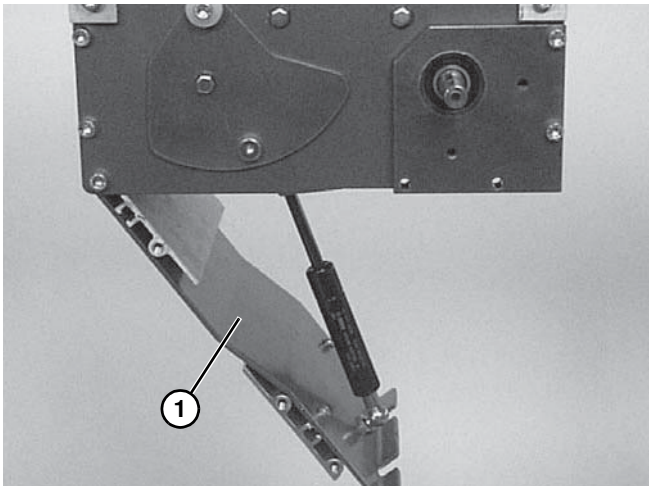

Figure 52
9. Fermer soigneusement la porte du système de tension du module d'entraînement **(Figure 52, élément 1)**. Voir AVERTISSEMENT.